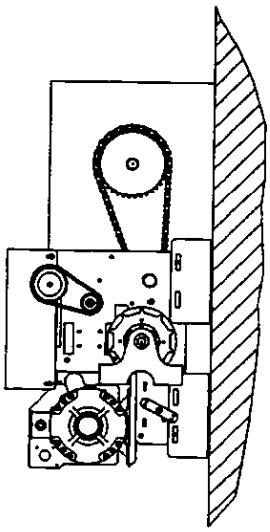

FIGURE 10C
- Position operator (with mounting feet attached) against wall as shown in Figure 10C.